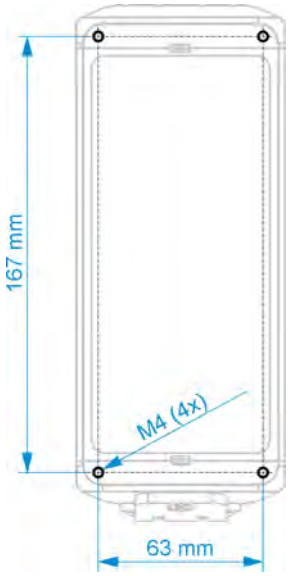

Fig. 24-1 Fastening drilling patterns
- Enclosure rear panel mounted on the mounting plate *ZMS0 176* (3 mm thick); mounting plate screwed to a flat surface (wall or similar) (drilling pattern see Fig. 24-1 Pos. 1)
- Directly screwed to a flat surface (wall or similar) with the rear panel of the enclosure (drilling pattern see Fig. 24-1 Pos. 2) (only for enclosure S – Special Design)
3. For wall mounting, transfer the respective drilling pattern (see Fig. 24-1) to the wall and drill the holes.